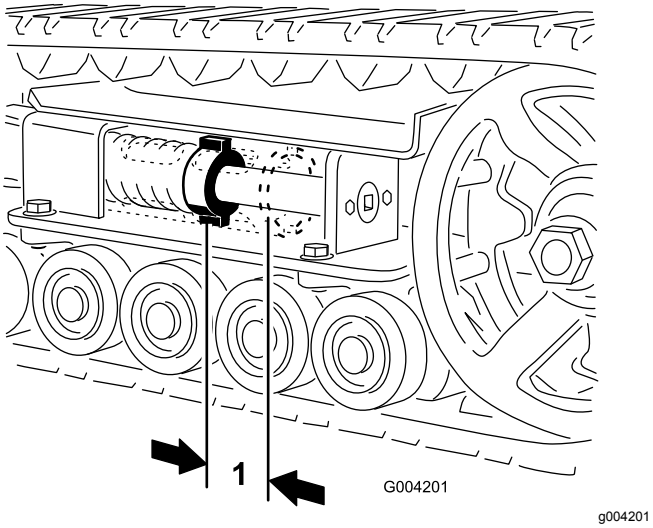

Figur 46
Det ska vara 7 cm mellan spännmuttern och spännrörets baksida (Figur 46). Om så inte är fallet ska larvbandens spänning justeras enligt följande:
5. Vrid spännskruven motsols med en 25-mm hylsnyckel tills avståndet mellan spännmuttern och spännrörets baksida (Figur 46) är 7 cm.
12. Vrid spännskruven motsols tills avståndet mellan spännmuttern och spännrörets baksida (Figur 46) är 7 cm.
18. Vrid spännskruven motsols tills avståndet mellan spännmuttern och spännrörets baksida (Figur 46) är 7 cm.